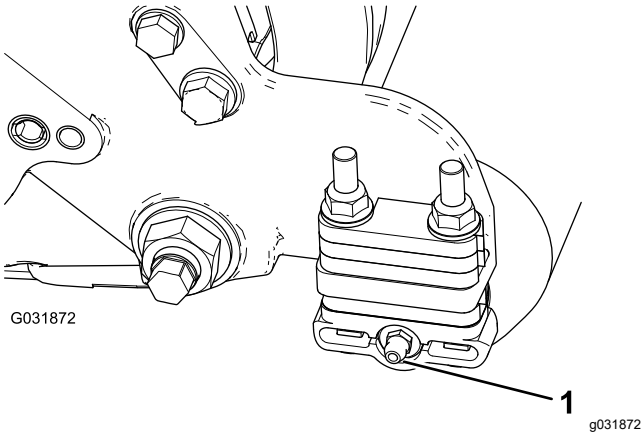

図 8
2. グリスフィッティング90度を後ろ向きに取り付ける図 8。